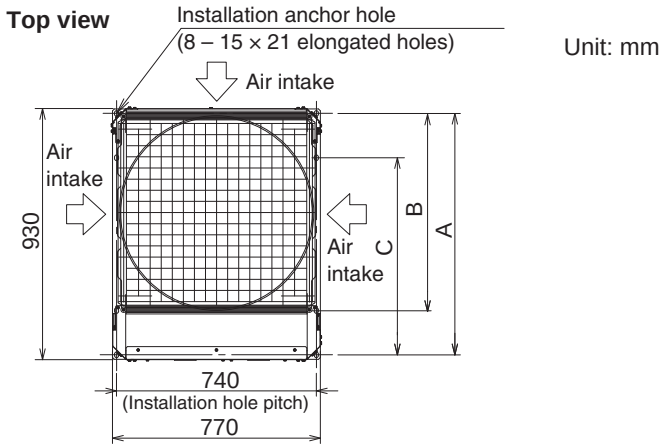

Fig. 2-19a
Regarding the positioning anchor bolts of the depth direction, select one of three types according to the installation site. (See Figs. 2-19a-c / “A”, “B” or “C”.)
(2) When only using a single outdoor unit, see the Figure 2-19a-c.